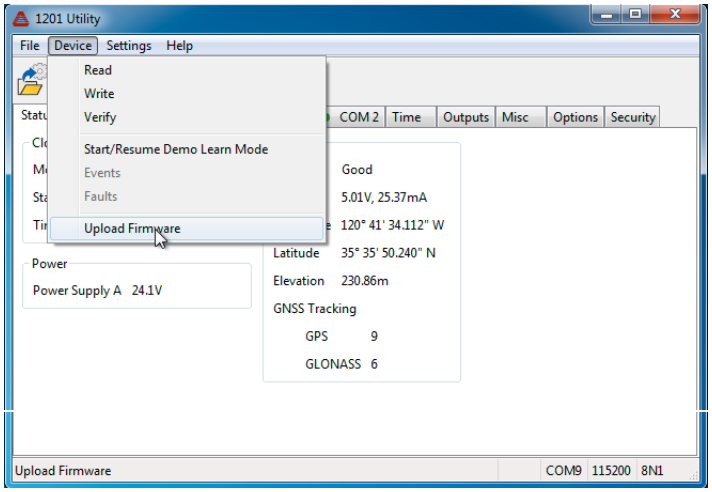

Figure 7.22: Starting the Upload Process
1. Select Device > Upload Firmware (see Figure 7.22), or click the Upload Firmware button, and you will open a file browser window to select the firmware file.